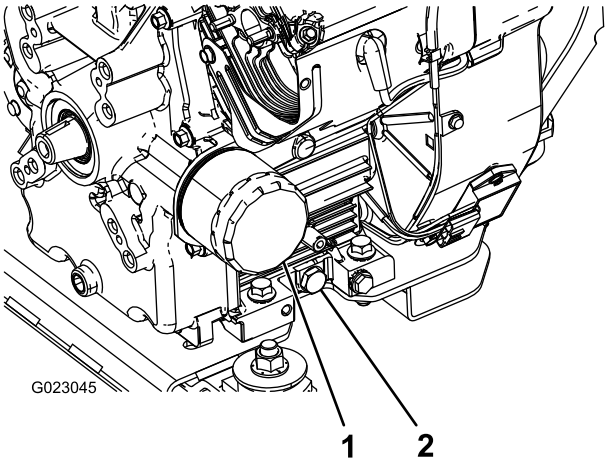

Rysunek 43
5. Wykręć korek spustowy (Rysunek 43).
2. Wyjmij filtr oleju (Rysunek 43).
5. Zainstaluj nowy filtr oleju w adapterze. Obracaj filtr oleju w kierunku zgodnym z ruchem wskazówek zegara, aż gumowa uszczelka zetknie się z adapterem, a następnie obróć filtr o dodatkowe pół obrotu (Rysunek 43).